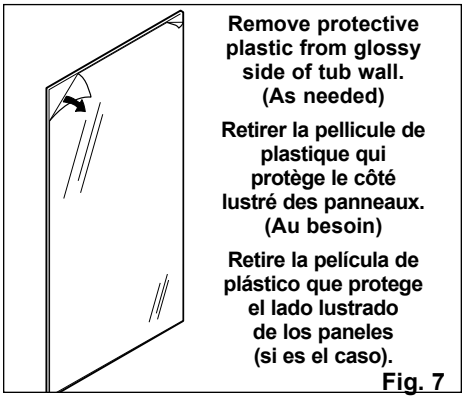

Fig. 7
7. Remove protective plastic from glossy side of panels A and C. **Fig. 7**.
9. Remove protective plastic from glossy side of corner panel B. **Fig. 7**.
7. Retirer la pellicule de plastique du côté lustré des panneaux A et C. **Fig. 7**.
9. Retirer la pellicule de plastique du côté lustré des panneaux de coin B. **Fig. 7**.
7. Retire la película de plástico del lado lustrado de los paneles A y C (**Fig. 7**).
9. Retire la película de plástico del lado lustrado de los paneles de la esquina (B) (**Fig. 7**).